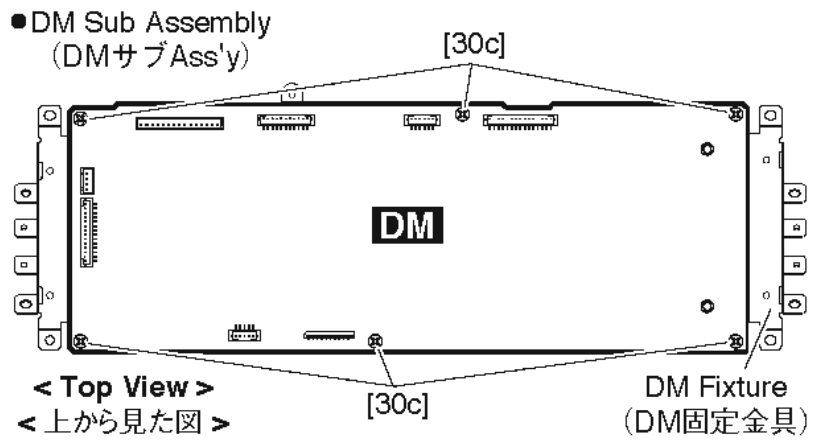

Fig.4（図 4）
3-3 Remove the six (6) screws marked [30c]. The DM circuit board can then be removed. (Fig.4)
3-3 [30c] のネジ 6 本を外して、DM シートを外します。(図 4)